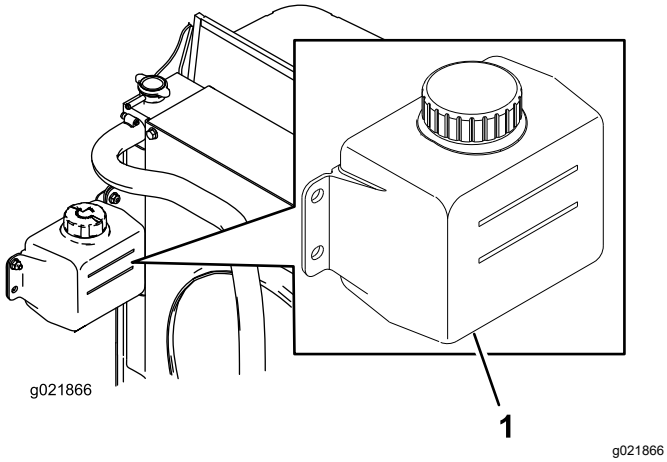

Rysunek 94
1. Sprawdź poziom płynu chłodzącego w zbiorniku rozprężnym (Rysunek 94).